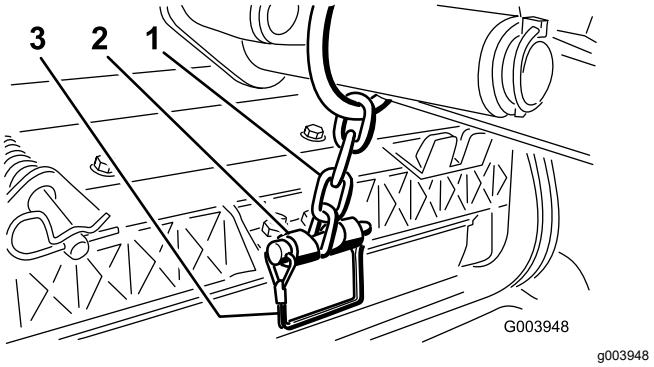

Figur 10
13. Fäst lyftarmens kedja på kedjefästet med låsstiftet (Figur 10).